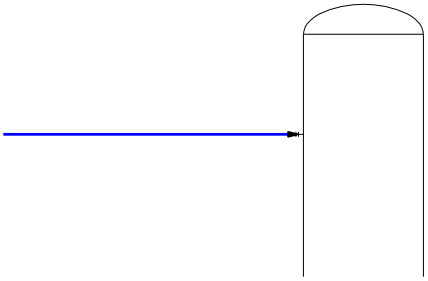

Figure 2-56 *Line connected to the vessel*
1. Invoke the **Primary Line Segment** tool and specify the start point as (4,13). Next, move the cursor horizontally toward right and specify the endpoint on the vessel; the line is created, as shown in Figure 2-56. Note that this line will be referred as feed line in this tutorial.